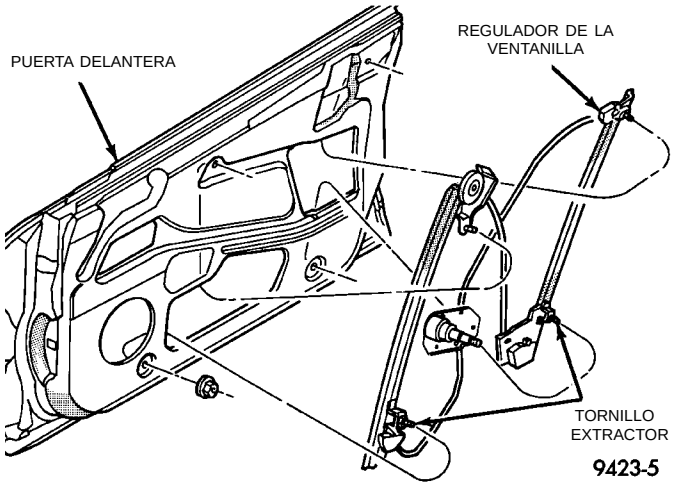
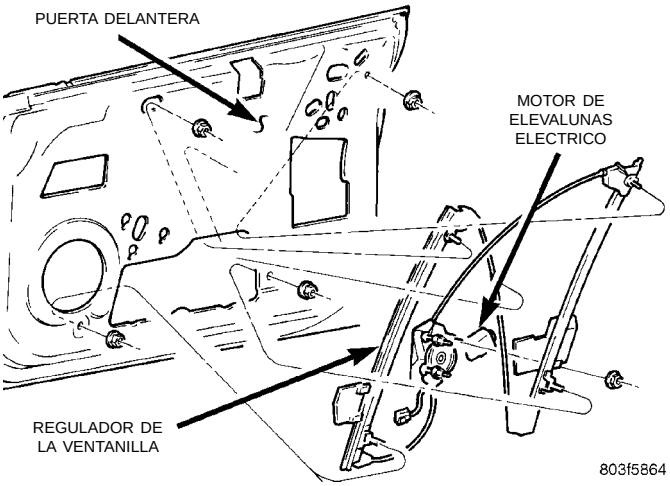

Fig. 22 Regulador manual de ventanilla de puerta delantera
Fig. 23 Regulador automático de ventanilla de puerta delantera
(1) Retire el panel tapizado de la puerta y el protector contra el agua.
(2) Retire el cristal de la puerta.
(3) Desconecte el conector del cable al motor del elevalunas eléctrico, si el vehículo lo tiene instalado.
(4) Retire las tuercas que fijan la parte superior del regulador al panel interior de la puerta.
(5) Retire las tuercas que fijan la parte inferior del regulador al panel de la puerta (Fig. 22) y (Fig. 23).
(6) Afloje los pernos que fijan la manivela/motor del regulador al panel de la puerta.
(7) Desacople los pernos de las muescas del ojo de llave en el panel de la puerta.
(8) Retire el regulador de la ventanilla del orificio de acceso en el panel de la puerta.
(9) Retire el motor del elevalunas eléctrico del regulador, si el vehículo lo tiene instalado. Para informarse sobre los procedimientos del Motor del elevalunas eléctrico, consulte el Grupo 8S.